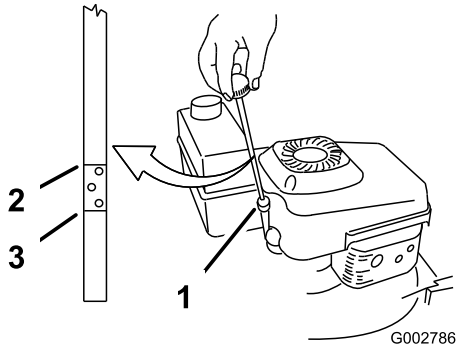

Figura 13
Prima di usare il tosaerba, verificate sempre che il livello dell'olio si trovi fra le tacche Add (rabboccare) e Full (pieno) sull'asta di livello (Figura 13).
2. Pulite attorno all'asta di livello (Figura 13).
6. Rimuovete l'asta e controllate il livello dell'olio sull'asta (Figura 13).